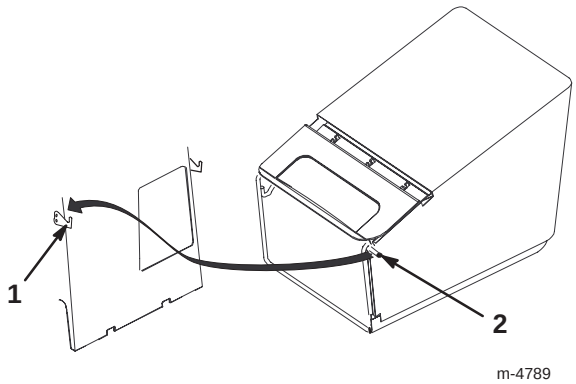

Figuur 17
5. Hang de pennen van het graszakframe aan de haken, zoals wordt getoond in Figuur 17.
4. Til de pennen van het graszak-frame omhoog uit de haken en uit de opening zoals wordt getoond in Figuur 17.